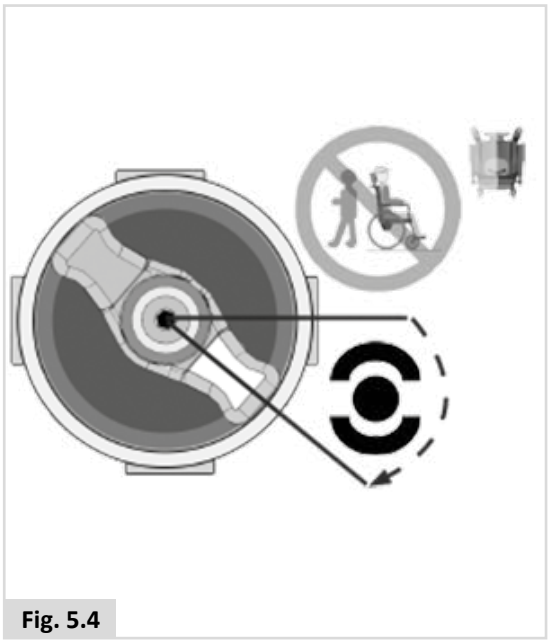
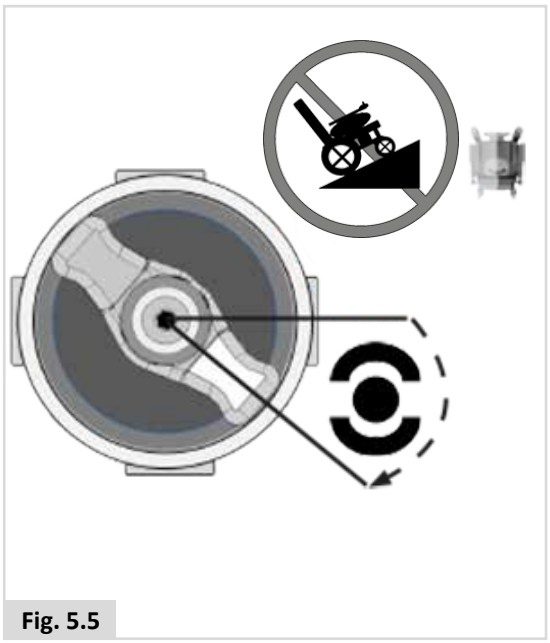

Fig. 5.4
Fig. 5.5
2. Zum Auskuppeln der Motoren. (Fig. 5.4 - Fig. 5.5).